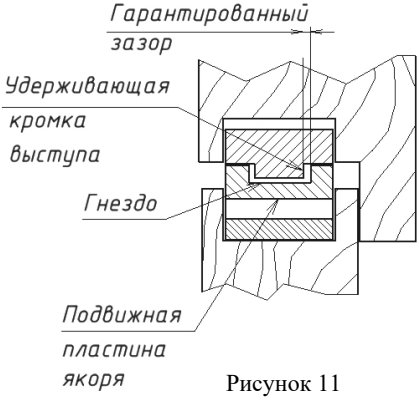

Рисунок 11
6.9 В закрытом положении двери между удерживающей кромкой выступа и гнездом должен сохраняться гарантированный ЗАЗОР. При этом зазор не должен уменьшаться из-за влияния уплотнения двери, деформации дверного полотна, неточной навески петель и других факторов, создающих «отдачу» двери при закрывании (рисунок 11).